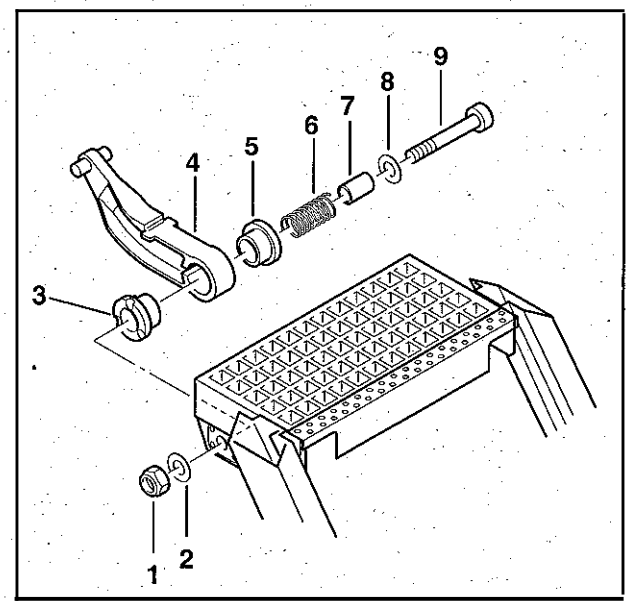

Bild 87
- Mutter (87/1) abschrauben und alle Teile gemäß Bild 87 abnehmen.